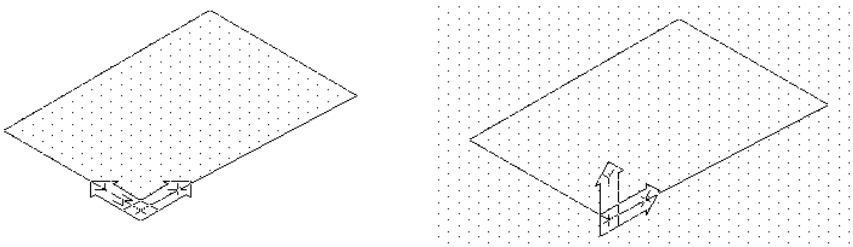

Fig. 10.17
3. Definirea poziției punctului de vedere pentru vizualizarea modelului 3D. Poziționarea (translația) şi rotația UCS-ului în vederea definirii planului de desenare a profilului piesei (fig.10.17).